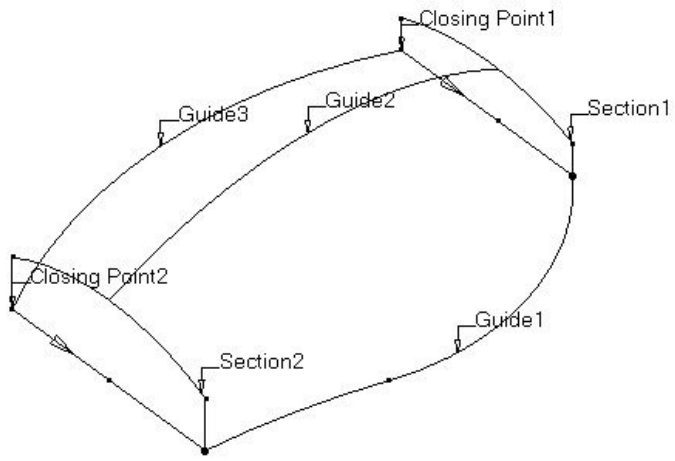

Figure 9-86 *Sections and guides to be selected*
b. Create the base feature by creating multi-sections solid with guides, refer to Figures 9-86 and 9-87.
2. Select the first section from the geometry area, refer to Figure 9-86.
3. Select the second section from the geometry area, refer to Figure 9-86.
5. Select all three guide curves from the geometry area, refer to Figure 9-86.